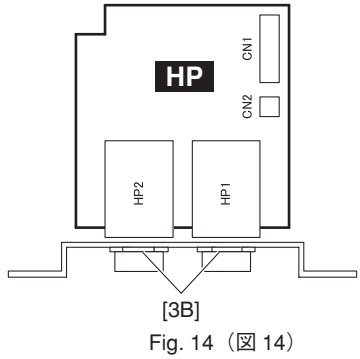

Fig. 14（図 14）
20-2. Remove the two (2) hexagonal nuts marked [3B]. The HP circuit board can then be removed. (Fig. 14)
20-2. [3B] の特殊ナット 2 個を外し、HP シートを外します。(図 14)